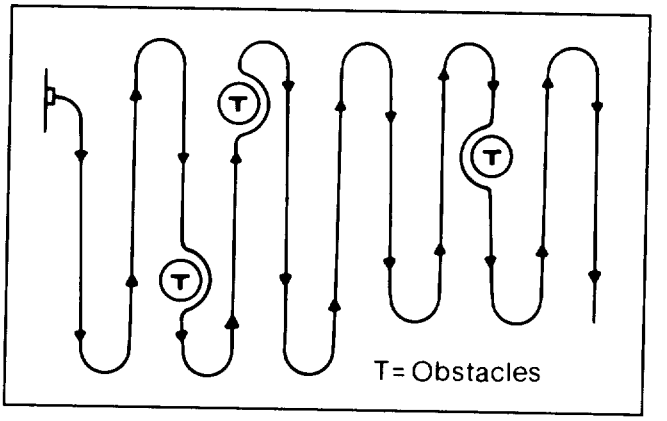

Figure 5
1. Begin mowing near the electrical outlet and work outward (Fig. 5). Mow back and forth.
IMPORTANT: By following the suggested mowing pattern (Fig. 5), the extension cord will not sustain unnecessary wear. Do not allow extension cord to wrap around trees, shrubs, or other obstacles.